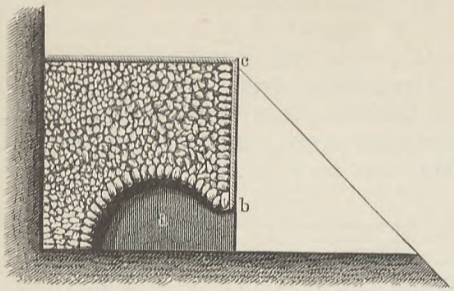

Fig. 157.
1. In Gruben an Abhängen, die mit feuerfesten Steinen ausgemauert werden. Am Boden wird ein quadratischer (30—60 cm) Heizkanal aus größeren Stücken gebildet, darüber kommen die zumeist durch Stampfwerke, Walzwerke oder Steinbrechmaschinen zerkleinerten Gipssteine, zwischen denen für den Flammendurchzug Zwischenräume belassen bleiben. In den Heizkanälen wird Holz angezündet, das die über den Gipsstücken liegende Steinkohlen- oder Koksschicht in Glut setzt. In 3—4 Tagen werden die Gipssteine gar gebrannt. Die Größe einer Grube beträgt etwa 1,20 bis 1,50 m, an Breite und Länge und 2,40—3,0 m an Tiefe. Die an der äußeren Luft verbliebenen Stücke muß man noch ein zweites Mal brennen, Fig. 157 u. 158.